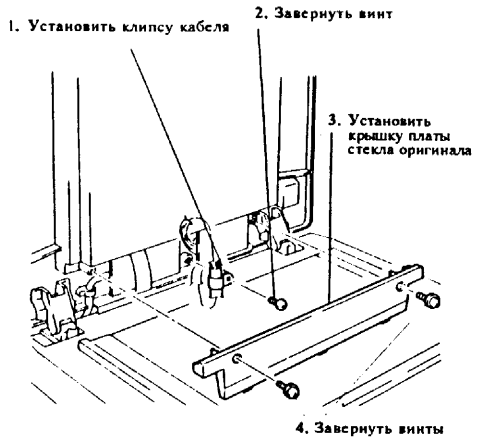

Рис.4 Установка крышки платы стекла оригинала
(5) Закрепить кабель и установить крышку платы стекла оригинала (рис.4).